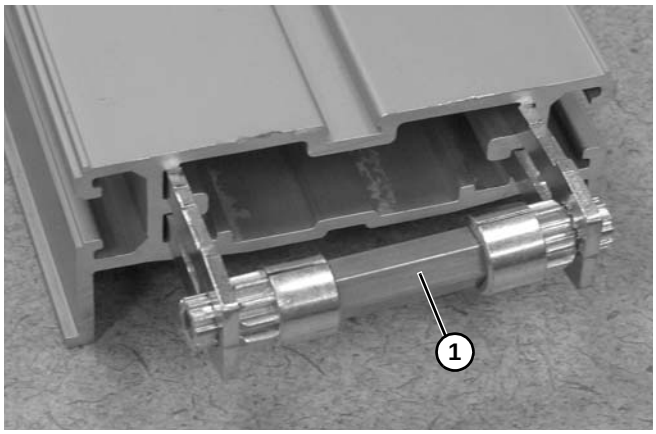

Abbildung 102
7. Ritzelbaugruppe **(Abbildung 102, Teil 1)** in Förderbandrahmen einsetzen.